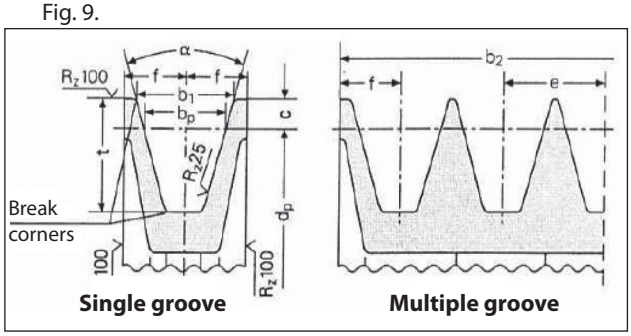

Fig. 8
a) Use pulleys with V-belts with the size of the groove required/recommended by the manufacturer of belt used. In the absence of directions, follow Fig. 8 and the table in Fig. 9.